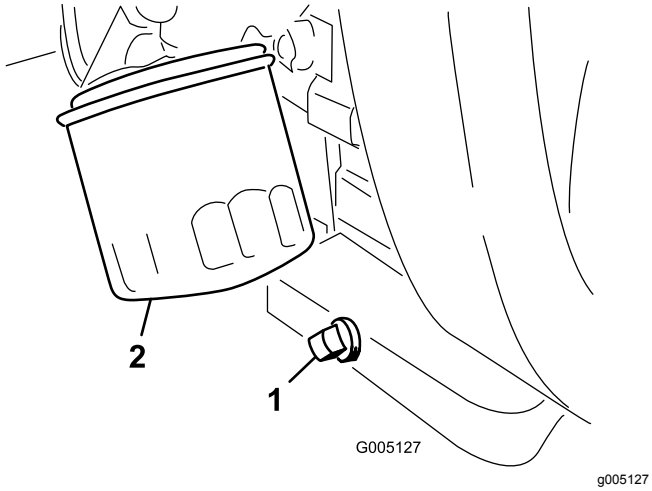

**Figuur 39**
1. Verwijder de aftapplug (Figuur 39) en laat de olie in een opvangbak lopen. Als er geen olie meer naar buiten stroomt, plaatst u de aftapplug terug.
2. Verwijder het oliefilter (Figuur 39).